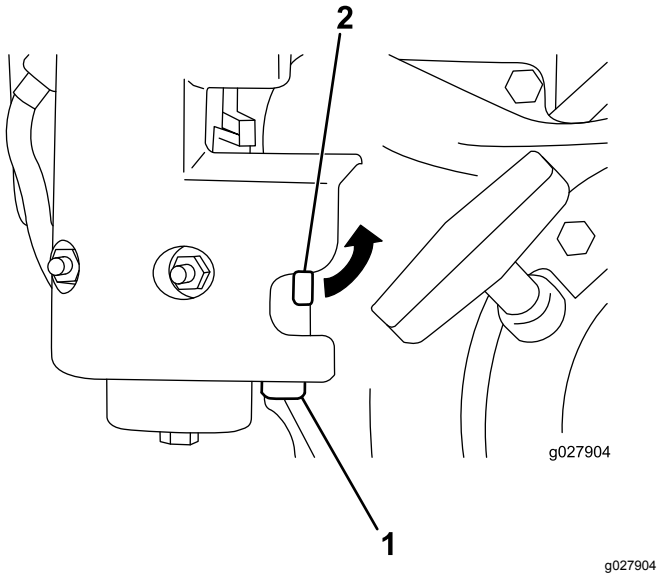

Figuur 35
1. Sluit de brandstofafsluitklep en schroef de bezinkselkolf van de carburatorbehuizing (Figuur 35).